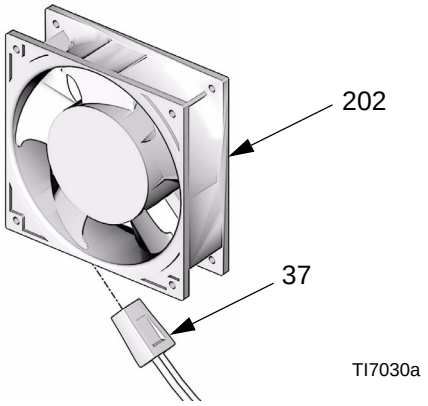

Рис. 15. Вентилятор
d. Отсоедините кабель (37) от вентилятора (202). См. Рис. 15.